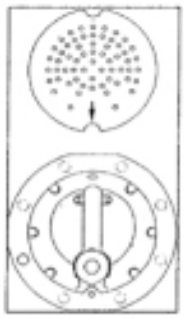

Fig. 1 Equipo
6. * Retire los ocho (8) pernos de cabeza hexagonal de 3/8" de la tapa inferior y déjelos a un lado.
12. *Coloque la nueva placa filtrante dentro de la cavidad de la tapa inferior. Coloque la cavidad de la placa filtrante, como se muestra en la fig. 1, con la flecha apuntando hacia el puerto de entrada de la tapa inferior.
14. *Ajuste los ocho (8) pernos hasta 25-50 lb ft.